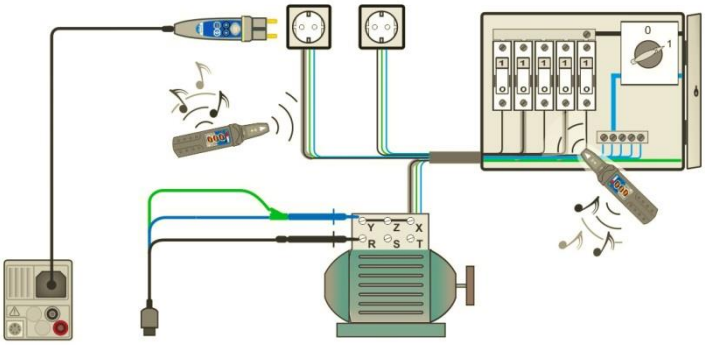
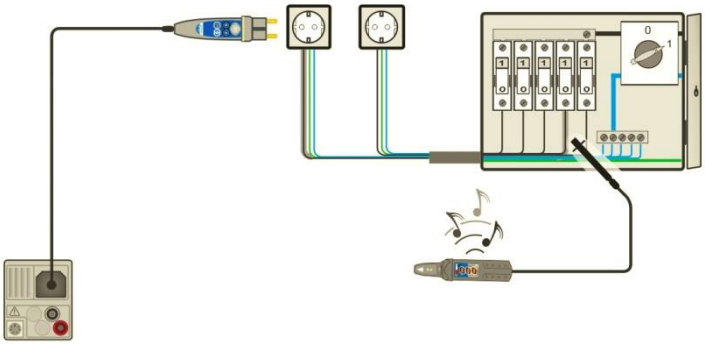

Figure 7.123: Tracing wires under walls and in cabinets
Figure 7.124: Locating individual fuses
- Connect test leads to the tested object (see ***Figure 7.123*** and ***Figure 7.124***).